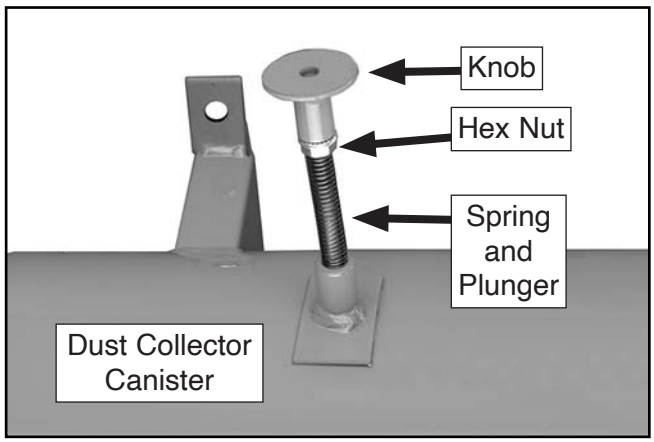

Figure 18. Canister plunger installation.
19. Working from inside of canister, insert plunger through canister wall so it can be seen protruding from outside of canister (see **Figure 18**).
20. Place spring on plunger, thread hex nut and knob onto plunger, and tighten hex nut against knob, as shown in **Figure 18**.